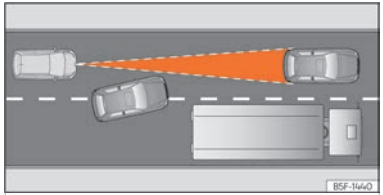

Fig. 110 Canvi de carril d'un vehicle.
- Vehicles que canviïn al carril pel qual esteu circulant i a poca distància del vostre vehicle ››› fig. 110.